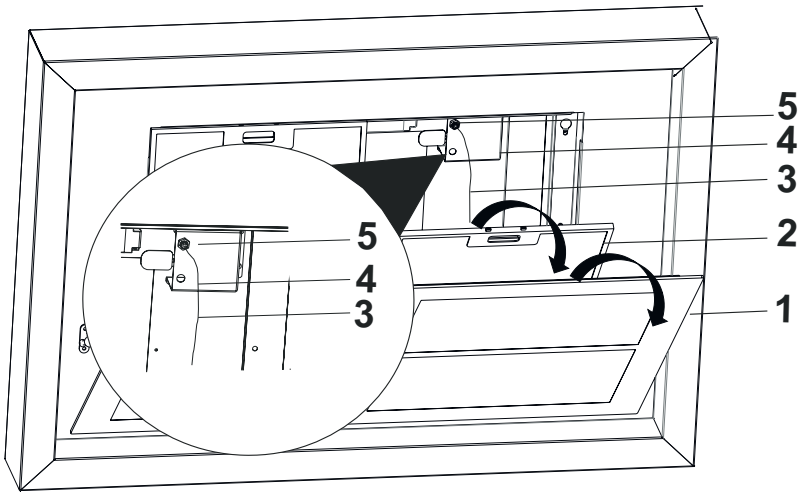

Fig. 11
5. Vip kantsugpladen ud, ved at tage fat i hjørnerne og hive forsigtigt i den. (Fig. 11/1).
Fjern fedtfiltrene (Fig. 11/2) og træk stålwirerne igennem sikkerhedslåsene oppefra og ned (Fig. 11/5) . Gør dette for alle 4 stålwirer der medfølger.
Når emhætten er hævet til loftet og der ikke længere kan trækkes i stålwirerne, skal stålwirerne rulles sammen og lægges ind i opbevaringspladsen. Bemærk; når stålwirerne er lagt ind i opbevaringpladserne, skal det bøjelige metal bukkes sammen, så stålwirerne ikke falder ud (Fig. 11/4).